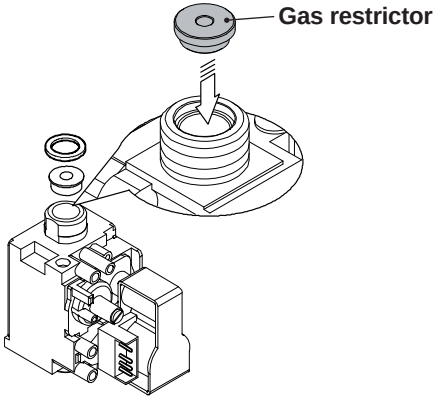

Fig. 8.2
- Carry out gas conversion by correctly replacing the gas restrictor (Fig. 8.2), referring to the "Technical Data" section page 24 (Activ A 18S), page 26 (Activ A 25S) and page 28 (Activ A 30S).